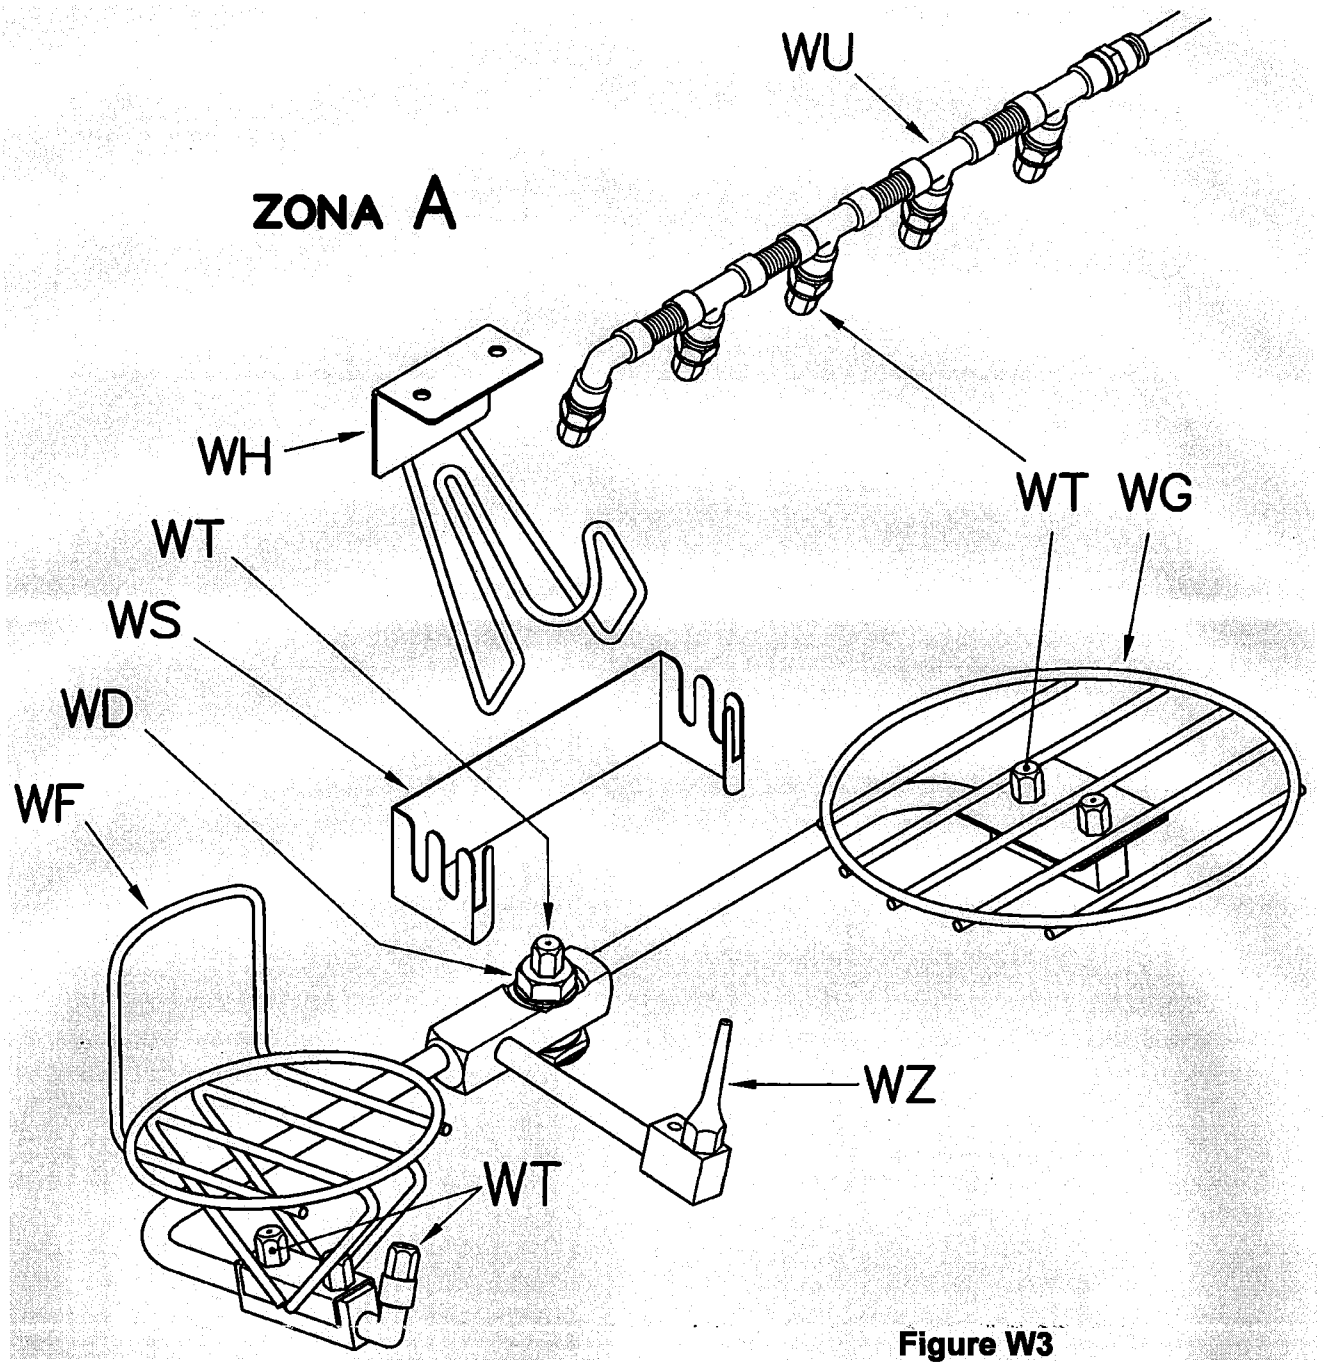

**Figure W3**
- **Il est obligatoire** de placer à l'intérieur des machines à laver les pistolets à peinture, les couvercles et les récipients à laver uniquement au niveau des buses et dans les positions indiquées dans les figures W3-W3A-3A – 3B – 3C.